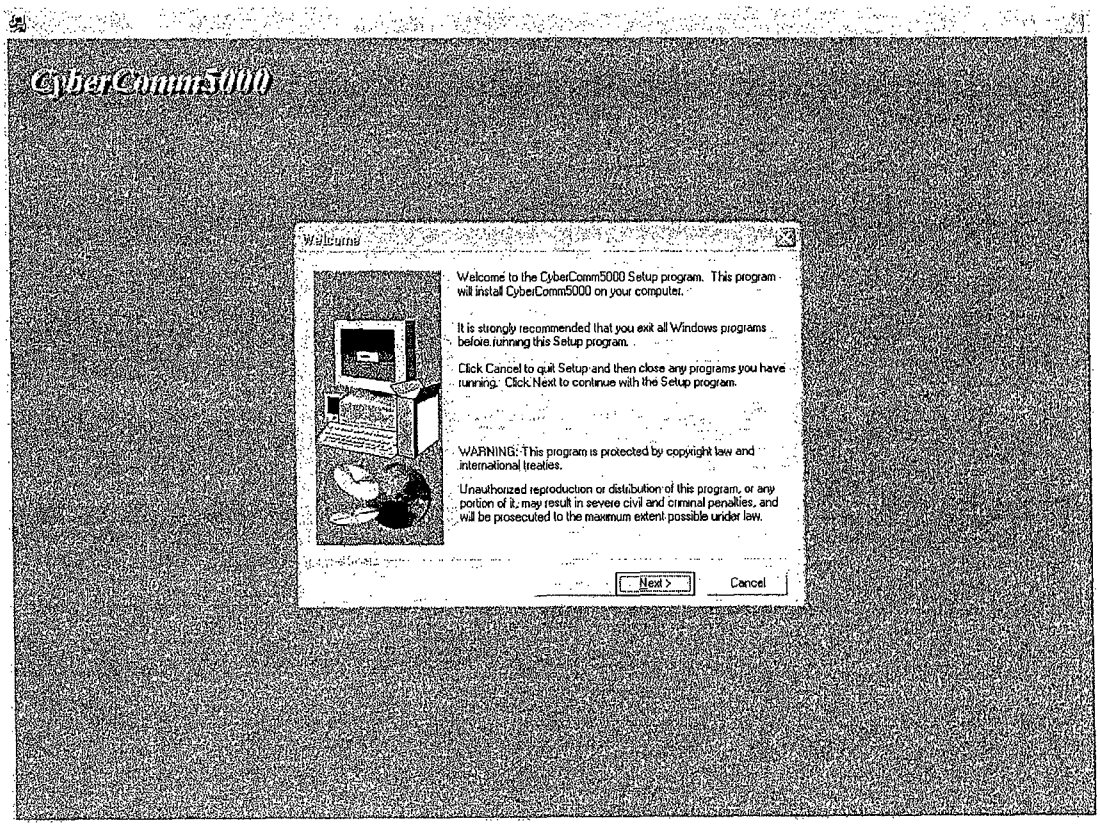

fig.1 セットアップ画面
3. fig.1 に示すセットアップ画面が現われます。セットアップを続ける場合は、Next＞ボタンをクリックしてください。